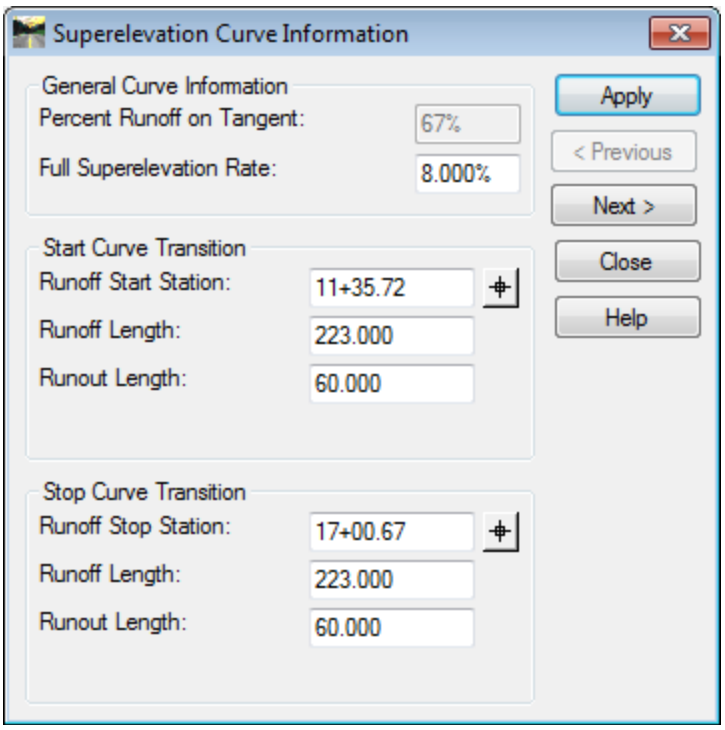

Figure L8-47 Superelevation Curve Information
- Click the **Edit** button. The **Superelevation Curve Information** dialog opens as shown in *Figure L8-47*.